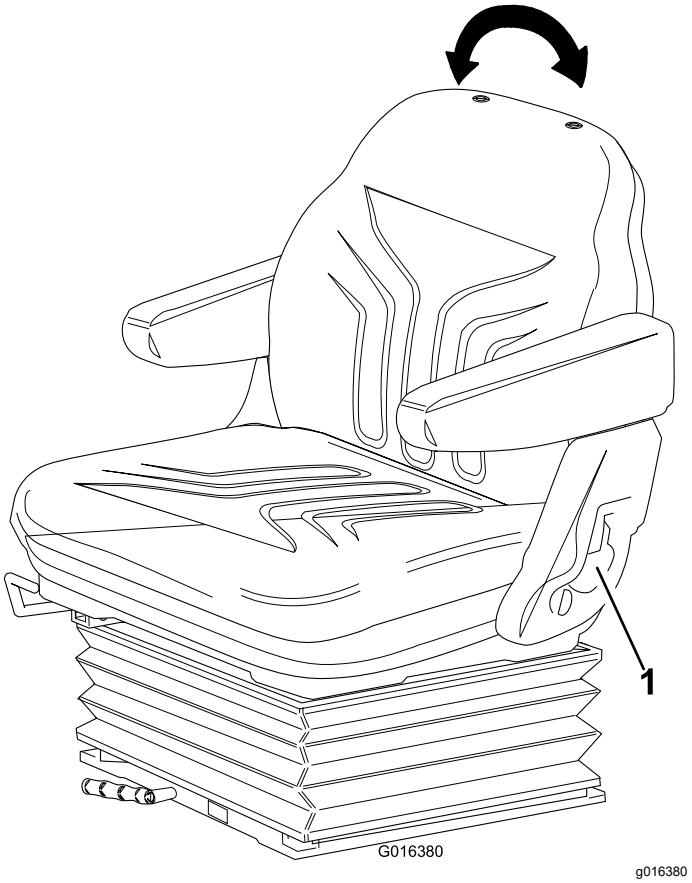

Rysunek 25
- Pociągnij uchwyt w kierunku do zewnątrz, aby ustawić kąt odchylenia oparcia (Rysunek 25).